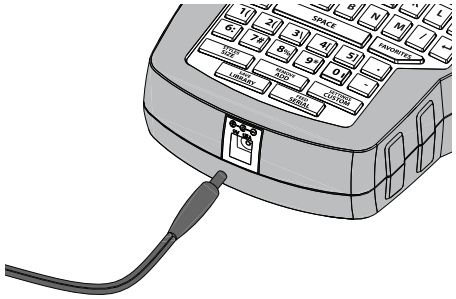

Figuur 3
1. Sluit de stroomadapter aan op de stroomaansluiting bovenop de printer. Zie Figuur 3.